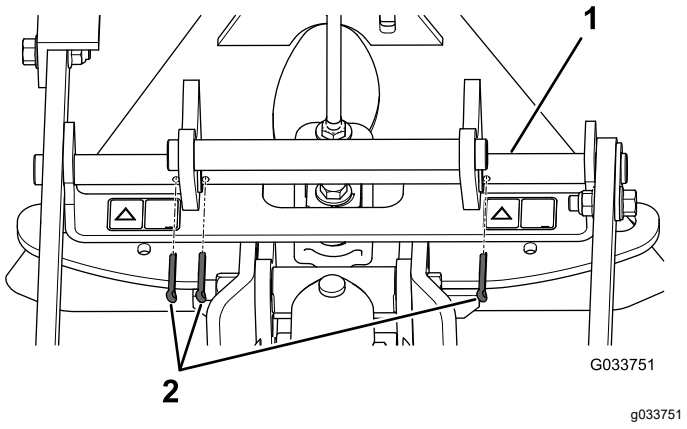

Bild 6
4. Setzen Sie einen Splint in jedes der drei Löcher in der Gelenkstange ein (Bild 6).
Hinweis: Stellen Sie sicher, dass die Löcher in der Gelenkstange so positioniert sind, wie in Bild 6 abgebildet.